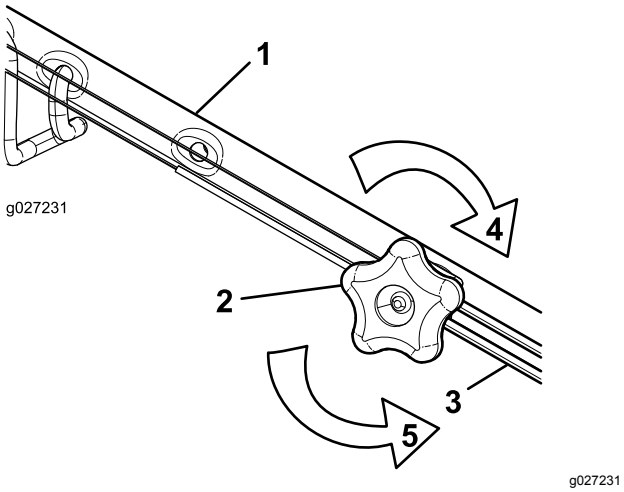

Figur 37
1. Drej justeringsgrebet mod uret for at løsne kabeljusteringen (Figur 37).
2. Juster stramningen på kablet (Figur 37) ved at trække det tilbage eller skubbe det frem og holde den position.